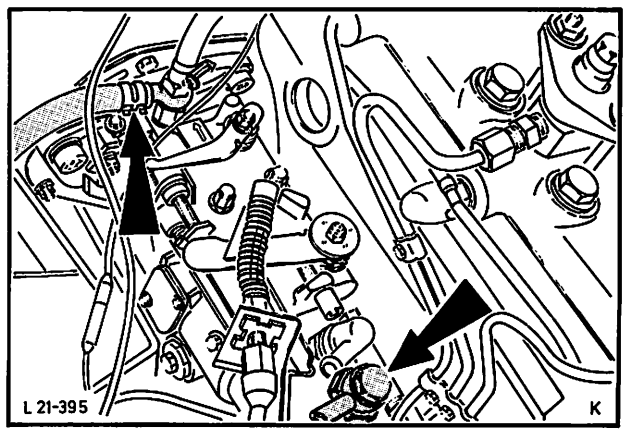

Abb. 15 Kraftstoffleitungen – Einspritzpumpe trennen
8. Kraftstoffzulauf- und Rücklaufleitung von der Einspritzpumpe abbauen, Abb. 15.